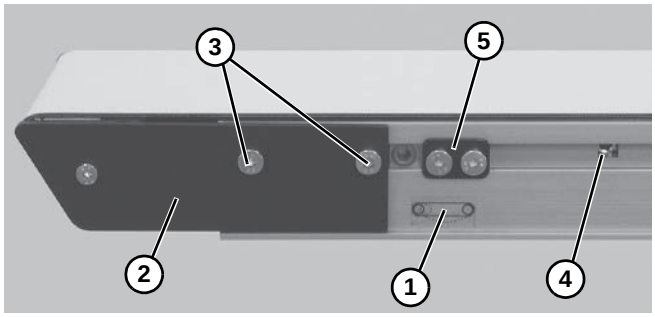
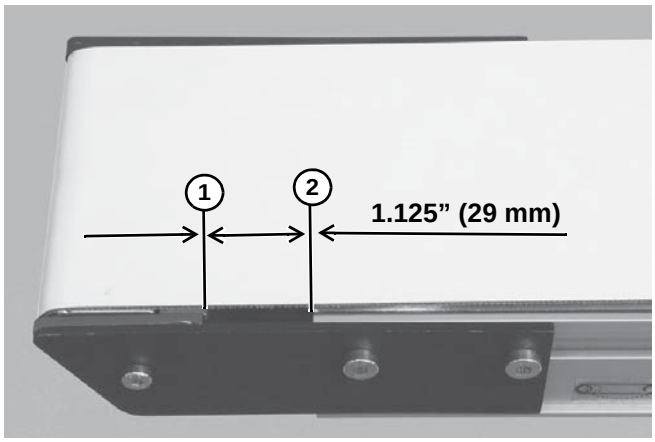

Figure 40
Figure 41
label **(Figure 40, item 1)**, adjust head plate assembly **(Figure 40, item 2)**: On both sides of conveyor, loosen fastening screws **(Figure 40, item 3)** and rotate pinion gear **(Figure 40, item 4)** to adjust head plate assembly.
2. Adjust head plate assembly so the edge of the axle support plate **(Figure 41, item 1)** is separated from the end of the conveyor **(Figure 41, item 2)** by 1.125¨ (29 mm). Tighten fastening screws **(Figure 40, item 1)** on both sides of conveyor to 60 in-lb (7 Nm).
3. If equipped with cam tracking assemblies **(Figure 40, item 3)** position against head plates and adjust belt tracking. Refer to “Conveyor Belt Tracking” on page 19.